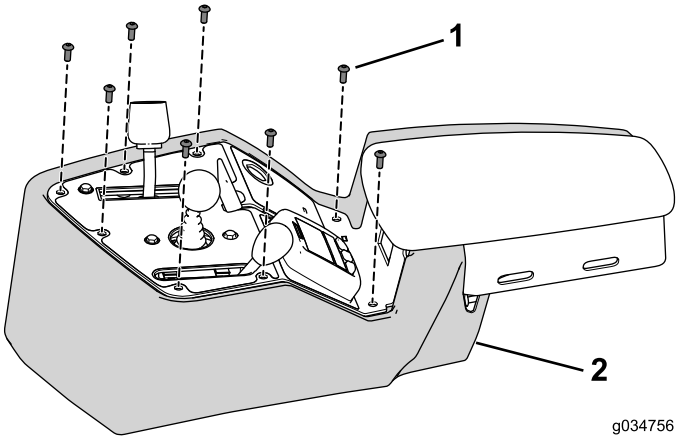

Figura 31
1. Utilice los 8 pernos que retiró anteriormente para sujetar la cubierta de la consola a la consola (Figura 31).